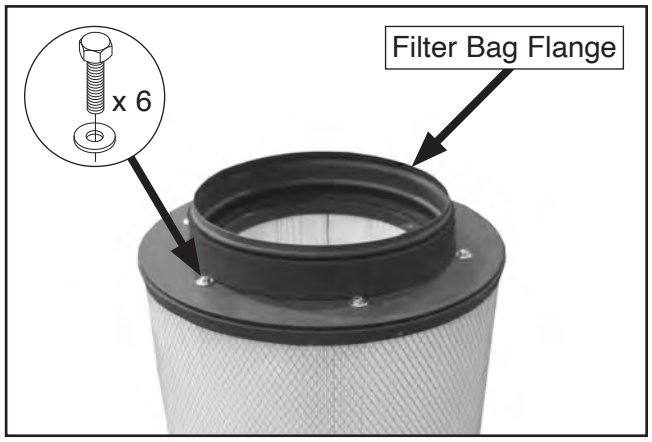

Figure 80. Location of filter bag flange.
9. Flip canister filter assembly so filter bag flange is facing up (see **Figure 80**), then remove (6) hex bolts, (6) flat washers, and filter bag flange.